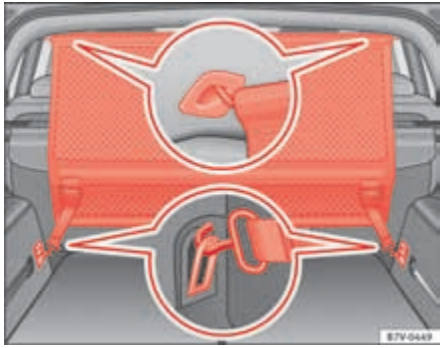

Fig. 100 In the luggage compartment: Install the net partition behind the second row of seats.
- Hook in the net partition on the left-hand side roof support ⇒ fig. 100 (A). To do this, guide the rod from up to down.
- Secure the net partition hooks into the straps in the front of the luggage compartment ⇒ fig. 100 (B) then tighten them.
- Hook in the net partition on the left-hand side roof support ⇒ fig. 100 (C). To do this, guide the rod from up to down.
- Release the net partition hooks from the rings ⇒ page 152, fig. 100 (B).
- Release the net partition from the right and left roof supports ⇒ page 152, fig. 100 (A) or (C) by pressing on the rod.